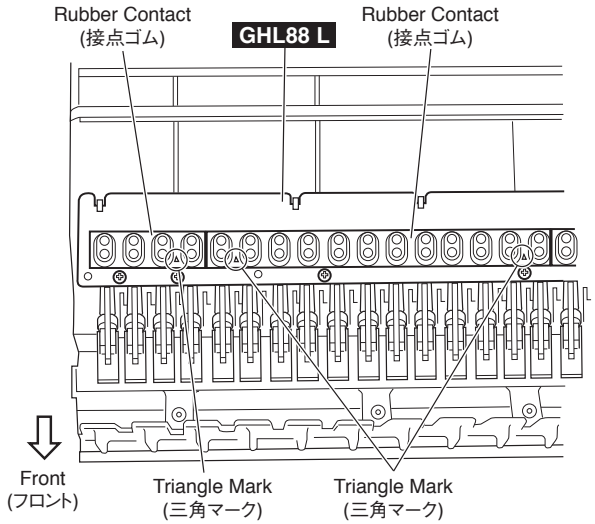

Fig.27（図 27）
* ***A triangle mark (△) on the rubber contact must face the front. (Fig.27)***
※ **接点ゴムの三角マーク（△）がフロント側になることを確認します。(図 27)**